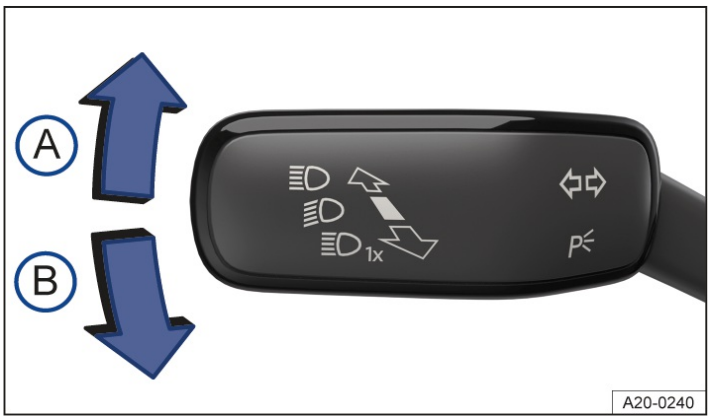

Fig. 1 On the left side of the steering column: turn signal and high beam lever.
2. Move the turn signal and high beam lever from the center position to the required position→ *fig. 1*.